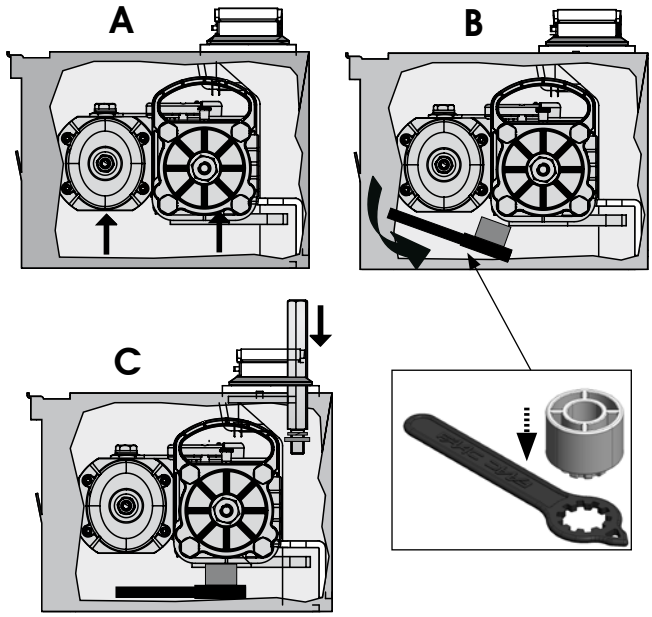

Fig.21
13) Raise the operator with its handles (Fig.21 ref. A), inserting the pinion in the grooved bush in the bearing case. To make the operation easier, slightly rotate the operator until coupling takes place.
14) Place the supplied key under the operator, as shown in figure 21, in order to support the motor.
15) Insert and screw the fastening screws with groover and washer as shown in Fig. 21 C, in order to secure the operator to the bearing case.